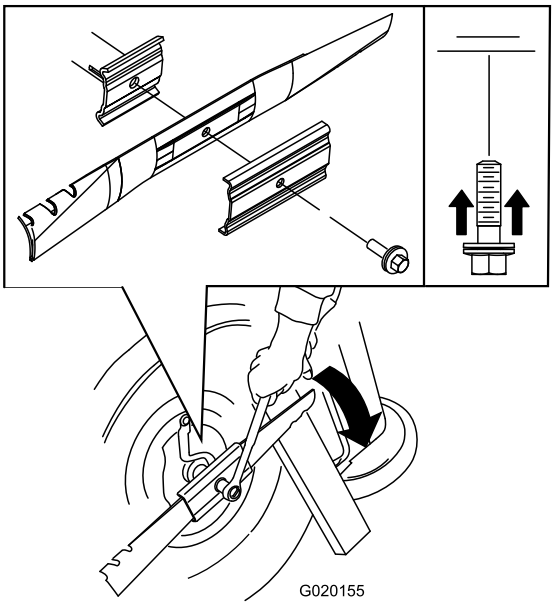

Figura 18
5. Instale la cuchilla nueva (gire el perno de la cuchilla en el sentido de las agujas del reloj) y todos los herrajes de montaje (Figura 18).